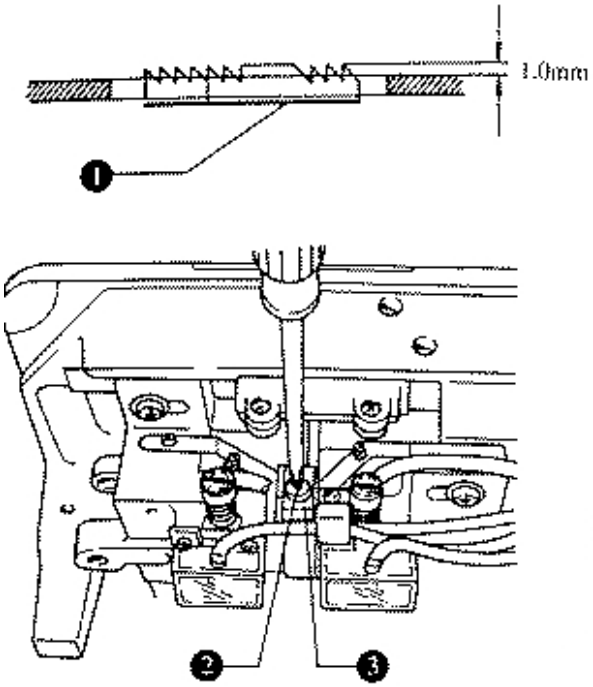

рис.30
18. Установка зубчатой рейки по высоте (Рис.30)